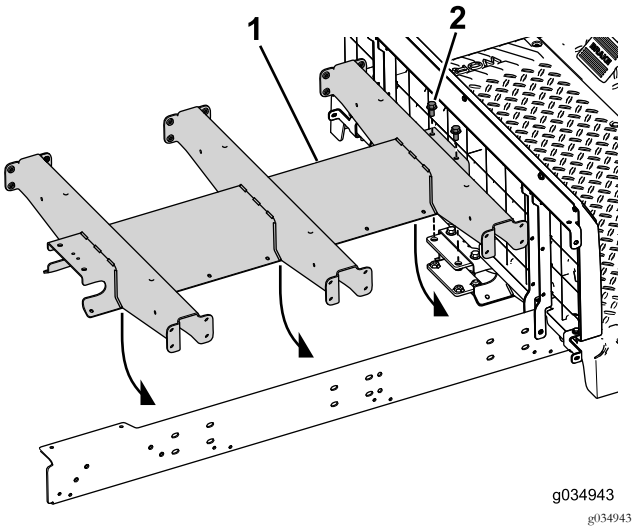

Figura 72
4. Introduzca los 2 pernos (3/8" x 3¾") y arandelas a través del perfil central y el soporte trasero (Figura 72).